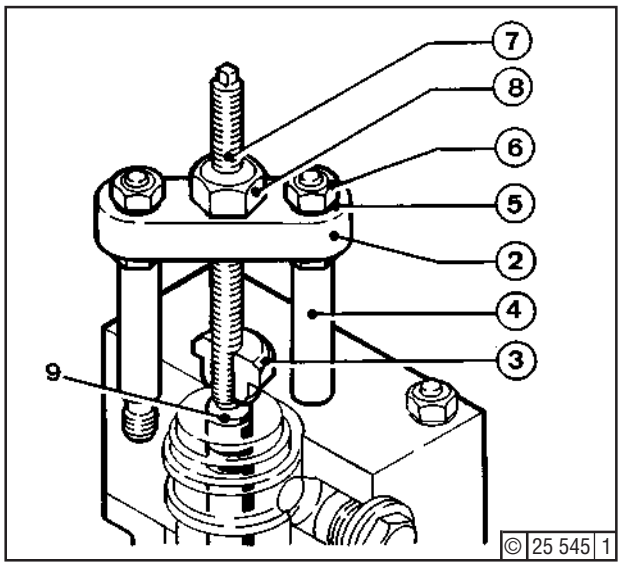

Fig. 3
Screw in pins (4) - Fig. 3 -, place on clamping plate (2) and tighten up with hex. nuts (6) fitted with washers (5). Now complete special tool with threaded piece (3), set screw (7) and nut (8). Turn set screw into plunger (9) and pull element out of injection pump by turning the nut. Take off clamping plate (2).